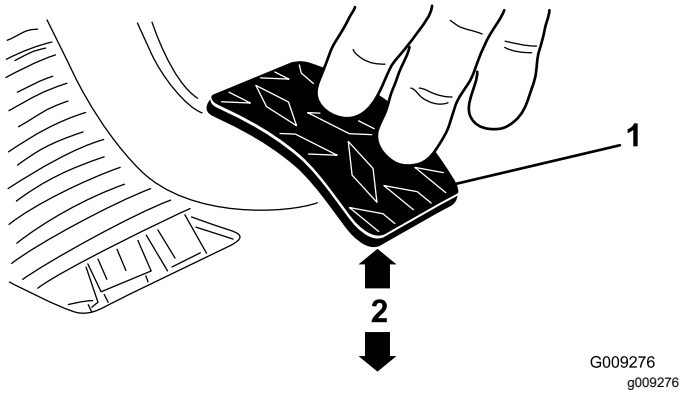

Figura 64
3. Ajuste las contratuercas o la articulación esférica hasta que el borde trasero del pedal del embrague esté a 9.2 mm – 9.8 cm (3⅝" – 3⅞") del borde superior del dibujo a rombos de la chapa de suelo al aplicar una fuerza de 1.8 kg (4 libras) al pedal (Figura 64).